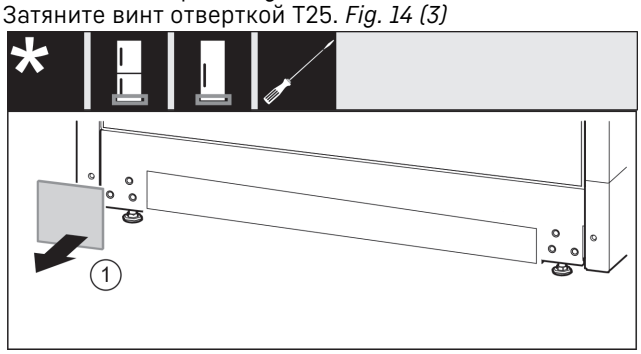

Fig. 15
- ▶ Снимите крышку. *Fig. 15 (1)*